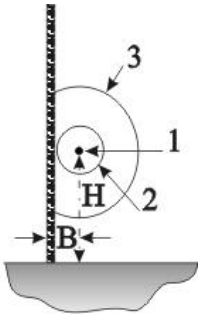

Рис. 4.5
4.6 При приближении оси ЗО к отражающим поверхностям (к стенам, заграждениям или др. сооружениям), ЗО расширяется и отсекается их поверхностями. Заграждение из металлической сетки (ССЦП и т. п.) хоть и является радиопрозрачным, однако, при приближении оси ЗО к поверхности данного заграждения, ЗО также расширяется. При удалении ЗО от отражающих поверхностей, ЗО сужается и может достигать размеров условного цилиндра диаметром равным 0,3 м (основная ЗО). На рис. 4.5 ориентировочно представлены поперечные сечения (относи-